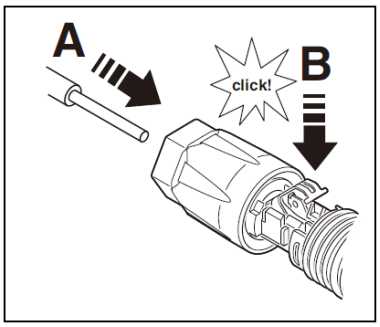

Figure 5-12
4) Insérez soigneusement le fil dénudé avec les conducteurs torsadés jusqu'au bout (figure 5-12, A). Les extrémités du fil de litz doivent être visibles dans le ressort.
5) Fermez le ressort. Assurez-vous que le ressort est bien encliqueté (figure 5-12, B).
7. Serrez le presse-étoupe à 2 Nm (figure 5-12, D). Utilisez une clé dynamométrique appropriée et calibrée de taille 15. Utilisez une clé à mâchoire ouverte de taille 16 pour maintenir le connecteur en place.